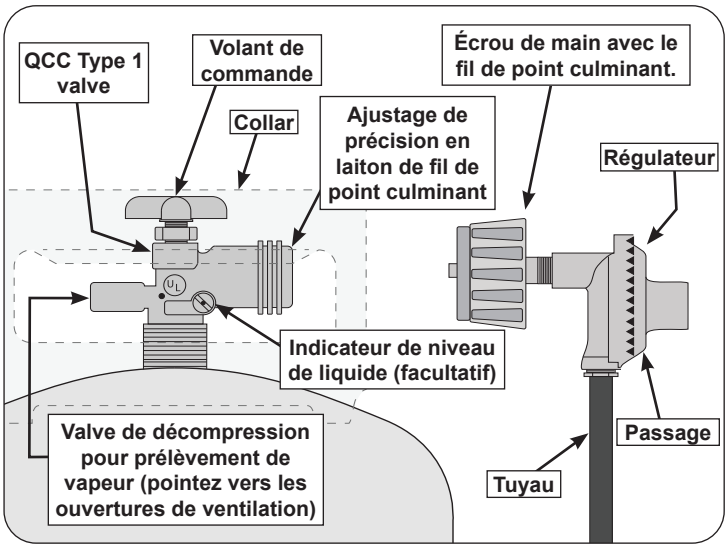

Fig. 8-1 Type coupleur de fil de point culminant d'I
d. La bouteille utilisée doit comporter un collier pour protéger le robinet de la bouteille. Le système d'alimentation de la bouteille doit être conçu pour le retrait de la vapeur. Voir Fig. 8-1.
e. Lorsqu'il est utilisé avec une bouteille, le système d'alimentation en gaz doit être utilisé avec un régulateur de pression. Le régulateur de pression et l'ensemble de tuyau **(non fourni)** utilisés doivent correspondre à la spécification de type I par ANSI Z 21.58/CGA 1.6 et doivent être conformes à UL 144 en tant que partie du système d'alimentation en gaz propane autonome (voir Fig. 8-1).
Pour déconnecter: tournez l'écrou à main dans le sens antihoraire jusqu'à ce qu'il soit détaché (Fig. 8-1)